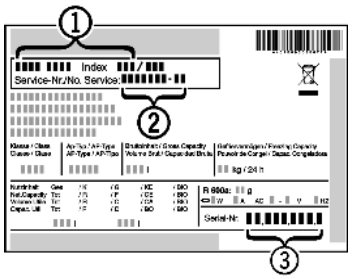

Fig. 9
▶ Označení přístroje *Fig. 9 (1)*, servisní číslo *Fig. 9 (2)* a sériové číslo *Fig. 9 (3)* naleznete na typovém štítku. Identifikační typový štítek je umístěn na levé vnitřní stěně přístroje.
▶ Informujte zákaznický servis a sdělte poruchu, označení přístroje *Fig. 9 (1)*, servisní číslo *Fig. 9 (2)* a sériové číslo *Fig. 9 (3)*.